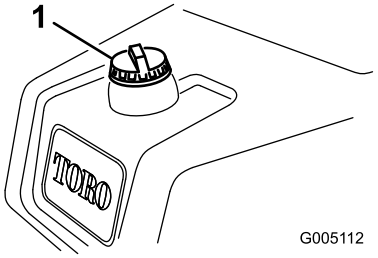

Figur 28
1. Gör rent runt tanklocket och ta bort det (Figur 28).